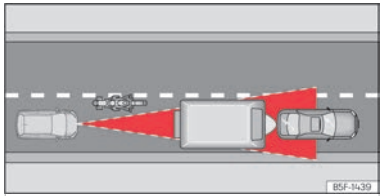

Fig. 140 Motociclista circulando por delante fuera del radio de acción del sensor de radar.
- Vehículos que circulen desalineados o fuera de la zona de detección del sensor, por ejemplo, motocicletas ››› fig. 140.